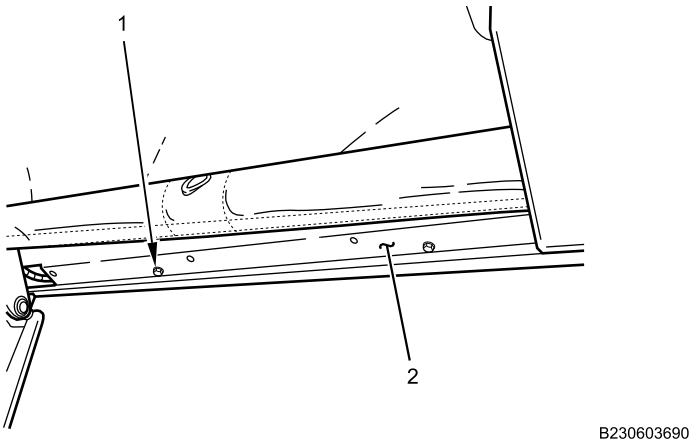

Figure 7. Rear Cabin Molding.
1. Install bolts (Figure 7, Item 1) on rear cabin molding (Figure 7, Item 2). Tighten bolts securely.